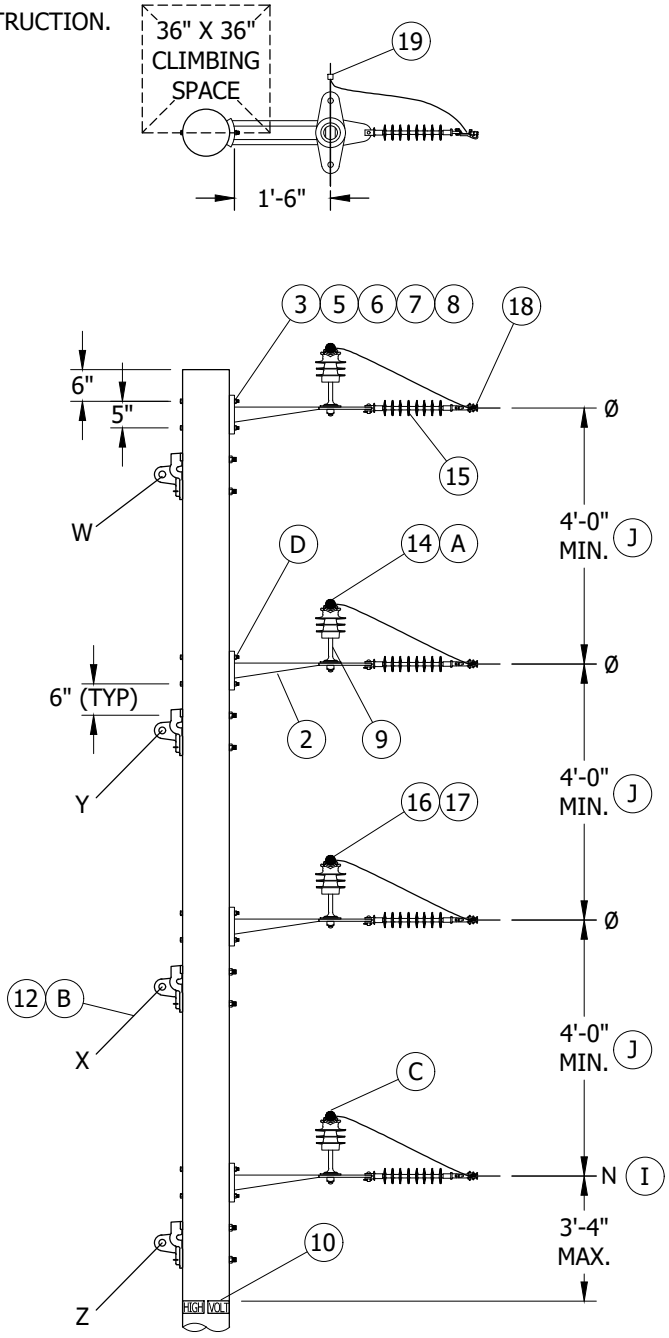

FIGURE 2
(B) INSTALL GUYS IN ORDER INDICATED ON FIGURE 2 (W, X, Y, Z). FOR COVERED WIRE SPACING OF 2 FEET, SPACE GUY ATTACHMENTS MIDWAY BETWEEN PHASES. FOR BARE WIRE LEAVE GUY ATTACHMENTS AS SHOWN. (a) (b)